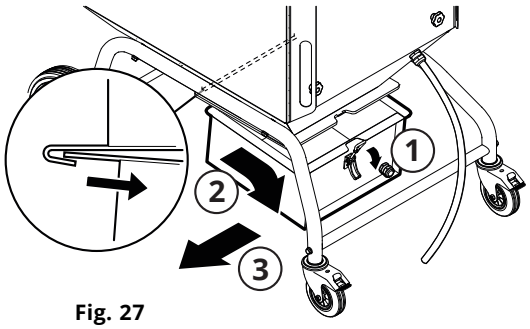

Fig. 27
3. Libérez le verrou excentrique (1, **Fig. 27**), poussez le transpalette sous le récepteur et sortez ce dernier (2, 3) à l'aide du transpalette.
7. Poussez le récepteur à poussières sous la poche, voir la **Fig. 27** pour référence.